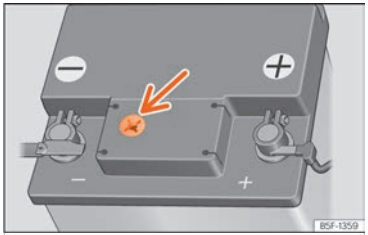

Fig. 217 Sight glass on the top of the 12 volt battery (schematic representation).
- Check the colour display in the sight glass on the top of the battery ››› Fig. 217.